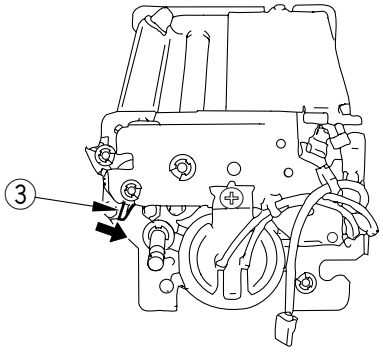

Figure 6-208
2) After installing the fixing cleaning belt, move the one-way lever ③ in the direction of the arrow (Figure 6-208); then, turn it until all the slack has been removed from the fixing cleaning belt.